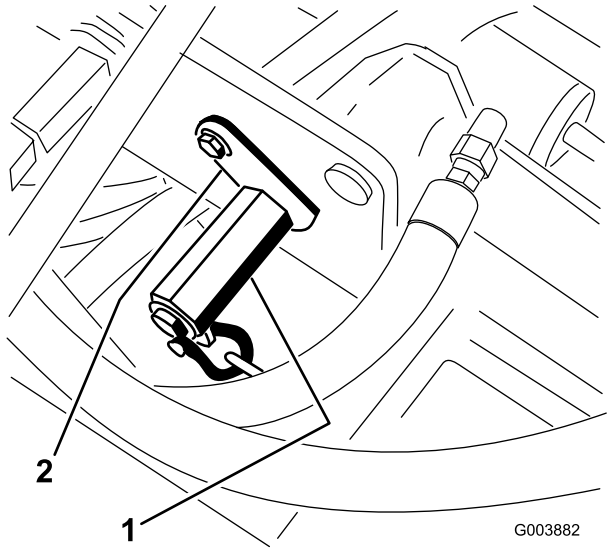

Figur 34
3. Anbring en gaffelnøgle på den sekskantede aksel på fjederbeslaget (Figur 34).
4. Fjern bolten og møtrikken, der fæstner holdebeslaget (Figur 34), mens den sekskantede aksel roteres for at lette fjederspænding.